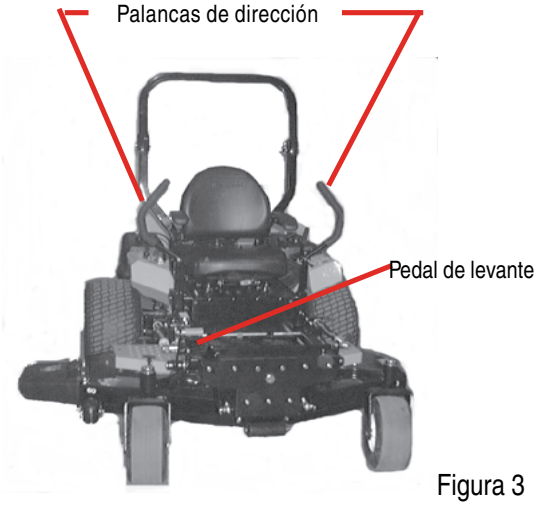

Figura 3
4. **Palancas de dirección derecha e izquierda:** (Vea Figura 3.) Estas palancas articuladas se abren hacia los lados en cualquier posición para permitir que el operador se siente o deje el asiento del cortacésped. El operador, cuando está sentado, puede alzar las palancas hacia arriba en la posición de operación, a una distancia confortable de antebrazo. Estas palancas controlan todos los movimientos del cortacésped. Empujando ambas palancas hacia adelante hará con que el cortacésped se mueva hacia adelante. Jalando ambas palancas hacia atrás hará con que el cortacésped retroceda. Empujando una de las palancas adelante de la otra hará con que la tracción de la rueda de dicho lado gire más rápido que la otra tracción de la rueda, haciendo que el cortacésped de vuelta hacia el lado en que la palanca está atrás de la otra. Cuando una palanca es empujada hacia adelante y la otra palanca es jalada hacia atrás en la misma proporción, la tracción de una rueda girará al revés y el cortacésped girará dentro de su propio largo.
7. **Pedal de levante:** (Vea Figura 3.) Situada en la esquina derecha delatera de la plataforma del cortacésped. Se proporciona un mecanismo de dos pedales, donde un pedal (primero) es usado para levantar, sostener el implemento momentáneamente a la altura deseada (si fuera necesario) y para ajustarlo en la posición de transporte o máxima altura. Se utiliza un segundo pedal para desacoplar el mecanismo del ajuste de transporte o máxima altura, para bajar o momentáneamente sostener el implemento a una altura deseada. Los pedales puede también ser usados en conjunto cuando la parte superior del pie activa el primer pedal para alzar el implemento, y la porción inferior del pie (taco) activa el segundo pedal para liberar el acoplamiento. Esto proporciona una operación manos libre con la excepción de cuando se requiere cambiar la altura del implemento. Para el cambio de la altura del implemento, se requiere por lo menos de una mano para reajustar las horquillas que proporcionan los incrementos de altura de corte de 1/4".